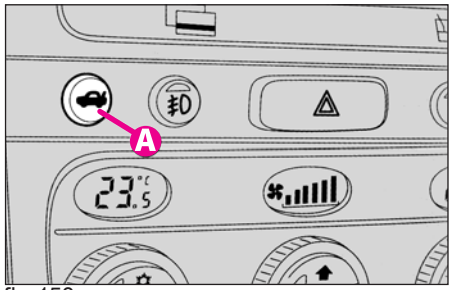

fig.153
- **dinăuntrul vehicolului** apăsând butonul (**A-fig. 153**)
DESCHIDEREA DIN INTERIOR (fig. 153)